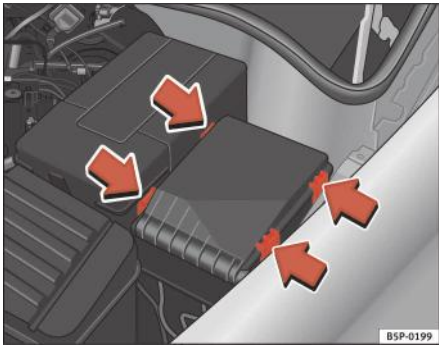

Fig. 181 Capacul cutiei cu siguranțe din compartimentul motor
– Ridicați capacul cutiei cu siguranțe din compartimentul motor apăsând clemele spre centrul capacului ⇒ fig. 181.